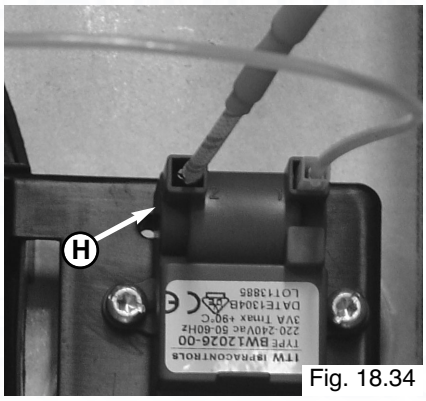

Fig. 18.34
3. Remove the electrode cable "**H**" from the ignitor (Fig. 18.34);